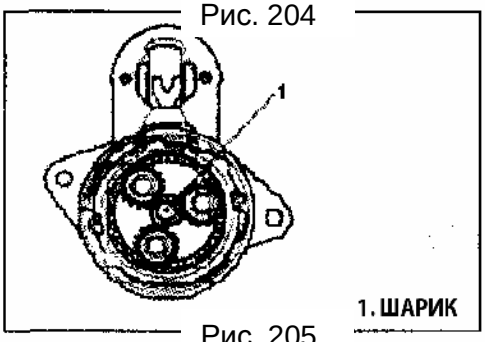

Рис. 205
13) Нанесите смазку на шарик и установите шарик в отверстие для вала (Рис. 205).